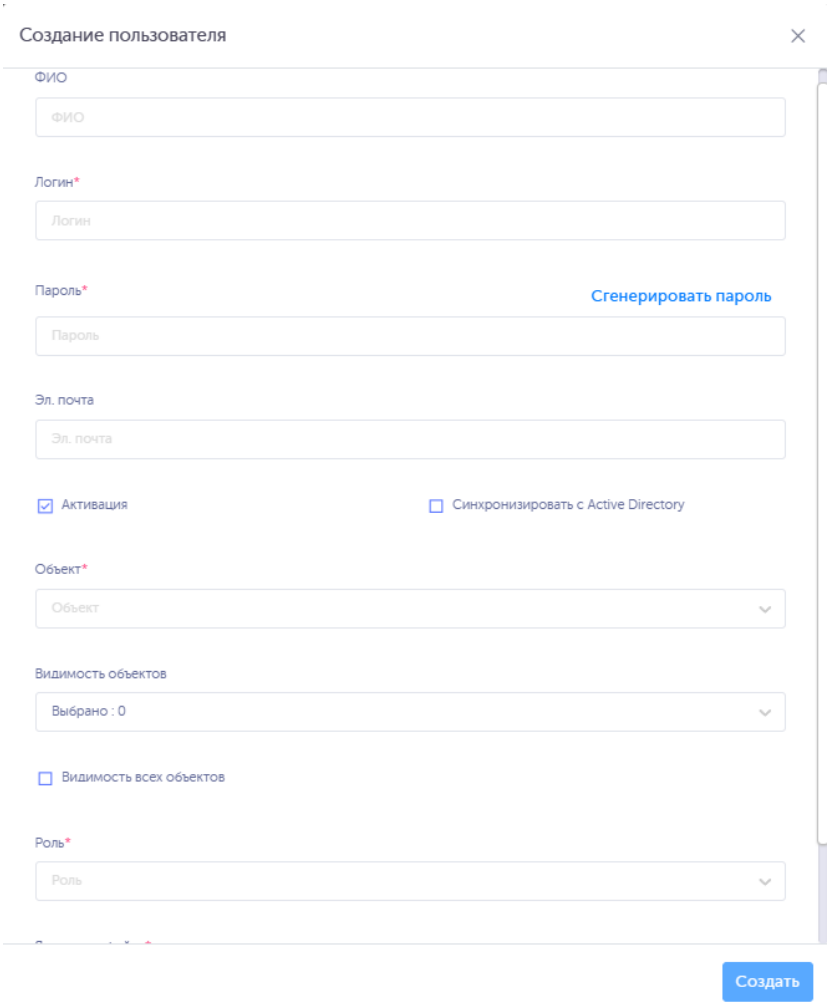

Рисунок 2-179
2) в открывшейся форме «Создание пользователя» (Рисунок 2-179) заполнить соответствующие поля;